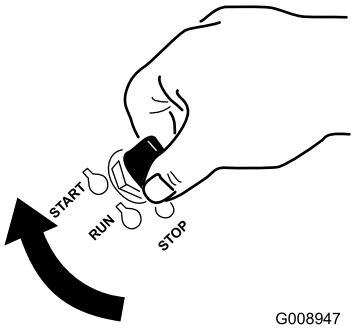

Figuur 17
1. Draai het contactsleuteltje naar de stand Start (Figuur 17). Laat het sleuteltje los zodra de motor aanslaat.
6. Draai het contactsleuteltje naar de stand Start (Figuur 17). Laat het sleuteltje los zodra de motor aanslaat.